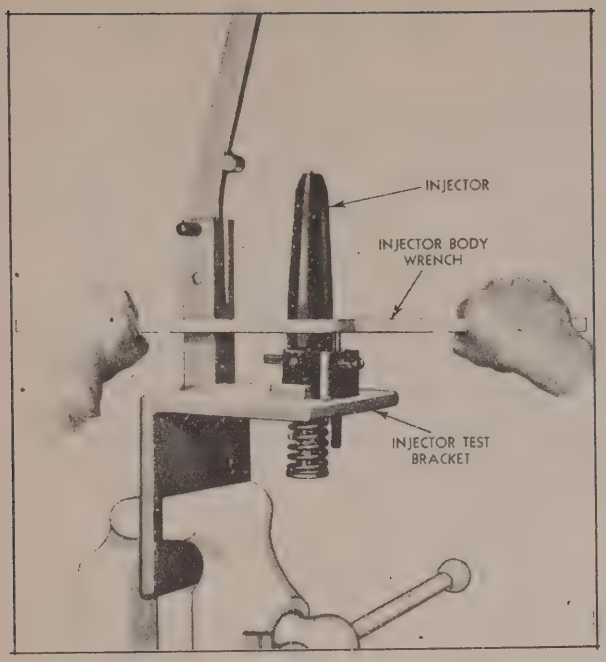

Fig. 7N
2. Loosen spray valve nut with special wrench and unscrew by hand, Fig. 7N. Lift spray valve nut straight up taking care not to disturb the spray valve tip parts.